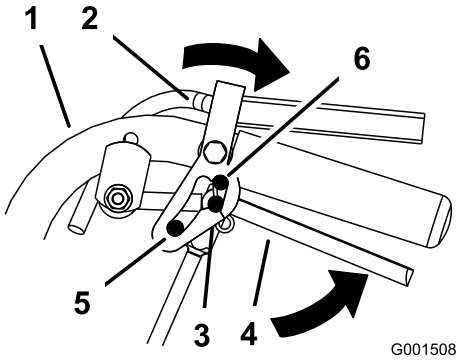

Figur 10
2. Placer tommelfingrene på oversiden af låsene, og flyt dem tilbage, indtil tapperne befinder sig i den neutrale position (Figur 10).